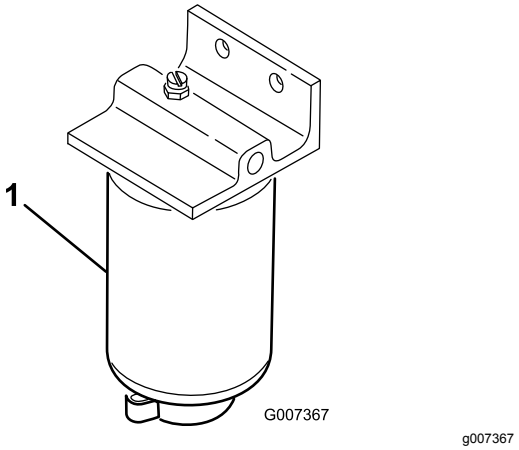

Figur 58
1. Sätt en ren behållare under bränslefiltret (Figur 58).